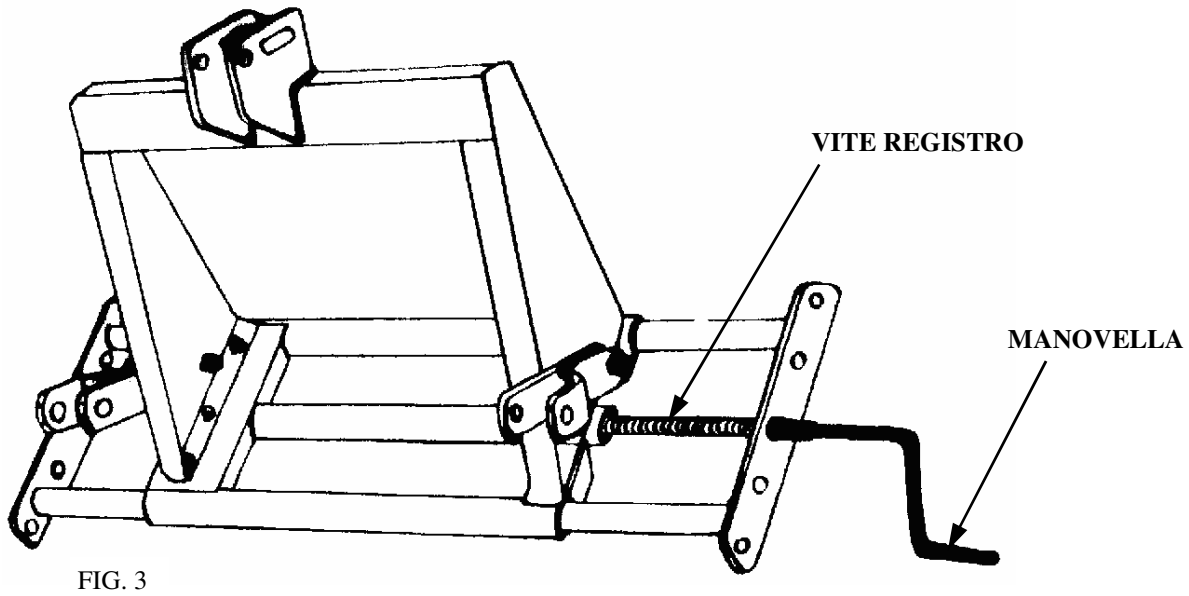

FIG. 3
- Scendere dal trattore e ruotare la manovella della vite registro fintantoché non si è raggiunta la posizione di lavoro desiderata (vedere fig. 3).